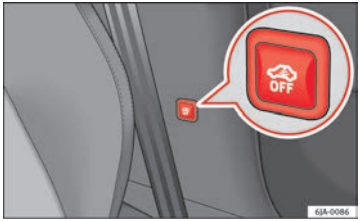

Fig. 49 Button for Vehicle interior monitoring and tow-away protection system
– Press the ⇒ Fig. 49 button on the centre column. The red backlit symbol on the button turns orange.